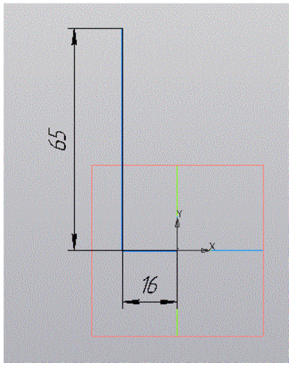

Рис. 1.17
5. На панели Геометрия выберите команду Автолиния и начертите угольник, рационально расположив его относительно начала координат. Нанесите размеры. Закройте Эскиз (рис. 1.17).